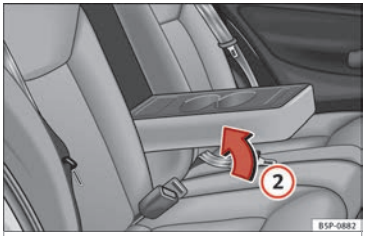

Fig. 90 Rear cup holder in the armrest.
– To close, lift the cup holder*/armrest* in the direction of the arrow ››› Fig. 90 (2).